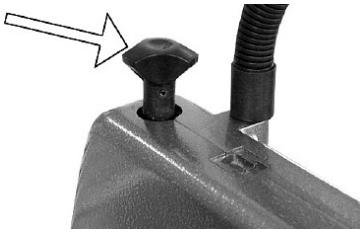

Fig. 11 : Détendre la lame
3. Relevez le protège-lame et détendez la lame de scie (figure 11).
5. Tendez la lame de scie (figure 11) et rabattez le protège-lame.